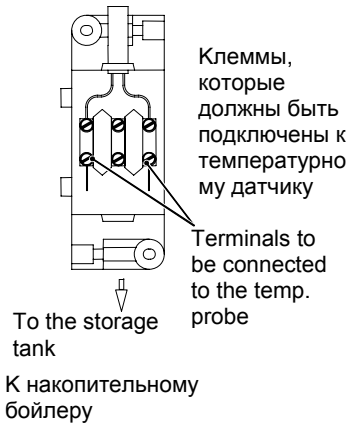

Fig. 5.15
- Connect the two temperature probe wires between D.h.w. storage tank temp. probe terminals (Fig. 5.15)
- Подсоедините провода двух температурных датчиков между клеммами температурного датчика накопительного бойлера (рис. 5.15)